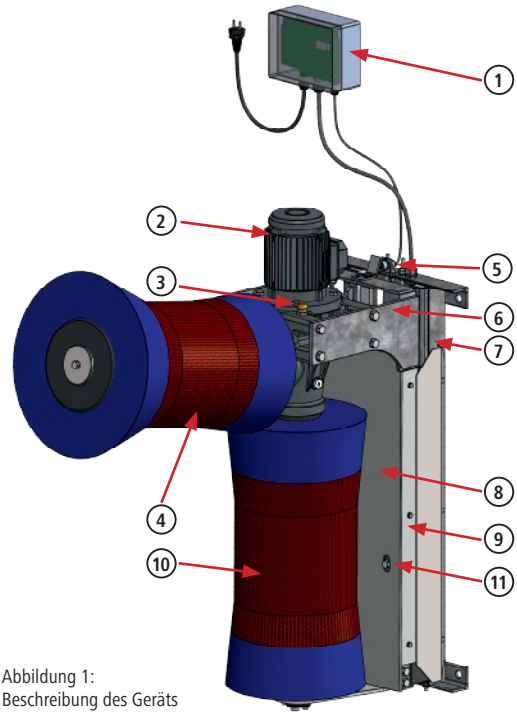

Abbildung 1:
- Getriebe-Entlüftungsschraube beigelegt, Montage vor der ersten Aktivierung zwingend erforderlich (siehe Abb. 1 – Pos. 3)!
- Die Montage der beigelegten Getriebe-Entlüftungsschraube ist vor der ersten Aktivierung zwingend erforderlich (siehe Abb. 1 – Pos. 3)! Bei Nichtbeachtung drohen Schäden am Getriebe!